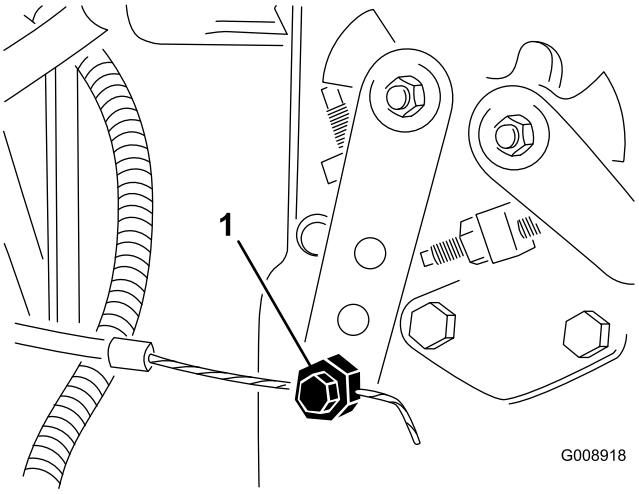

Figur 74
2. Lossa gasreglagekabelns kontaktdon på spaken vid insprutningspumpen (Figur 74).